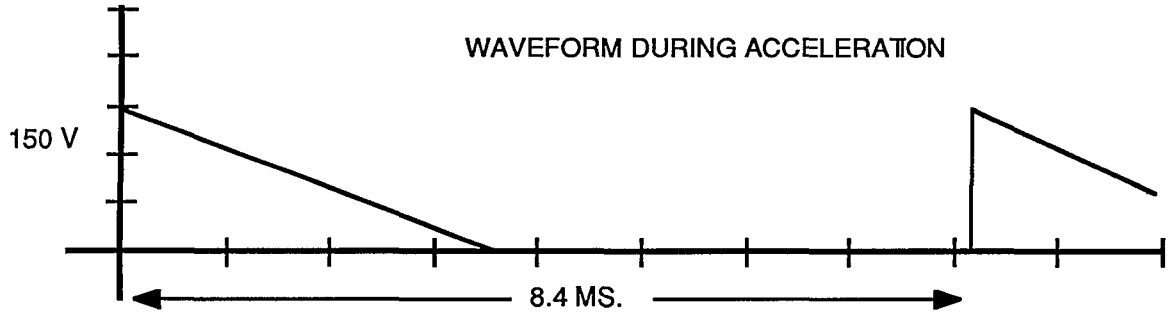

Figure 3-5, Waveform during acceleration
Step 5: Power up the system and depress the FILL button. Compare the oscilloscope to the waveform shown in Figure 3-5. If this waveform is present and the centrifuge is not turning, then the centrifuge coupling is defective. Repair or replace if necessary.